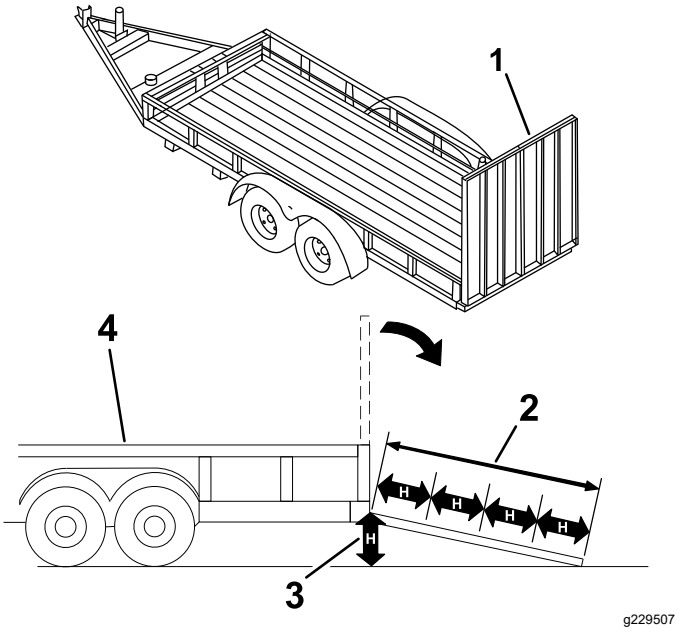

Figura 30
El cargar la máquina en un remolque o un camión aumenta la posibilidad de un vuelco y podría causar lesiones graves o la muerte (Figura 30).
3. Baje la rampa (Figura 30).